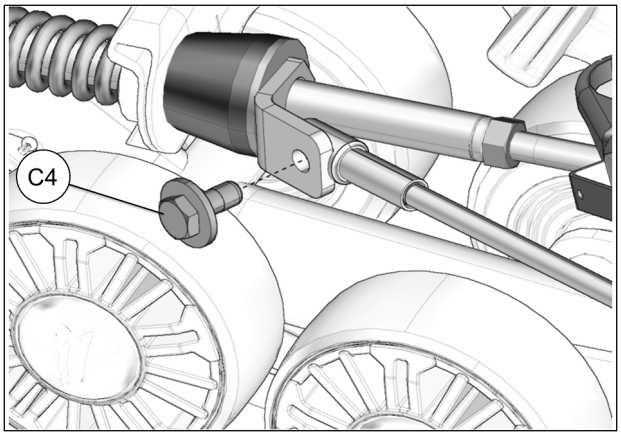

Fig. 23
14. Reverse steering wheel a little to be able to bolt support plate and cable together. Tighten provided bolt **(C4)** to 35 N•m [24 lb•ft]. See Fig. 23. Repeat steps on right side.